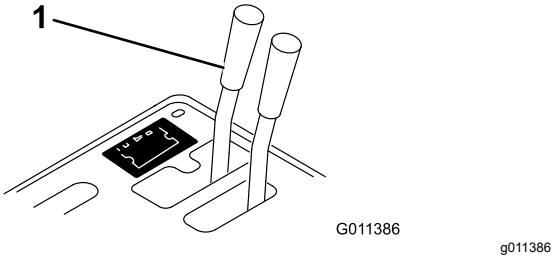

**Figur 15**
- Om Workman-fordonet har serienummer 239999999 eller lägre för du den fjärrstyrda hydraulventilens handtag (Figur 15) till det flytande läget.